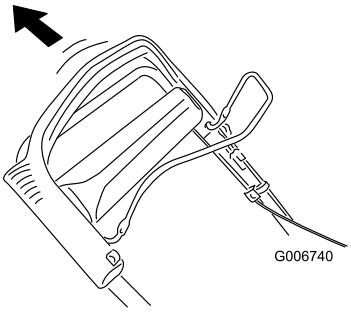

Figur 27
2. Træk det øverste håndtag helt bagud som vist (Figur 27).